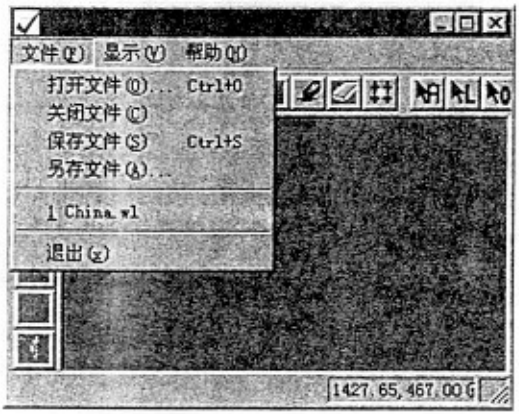

图 6-1 打开文件菜单
1. 打开文件：打开需要校正的点文件、线文件和面文件。如图 6-1 所示：